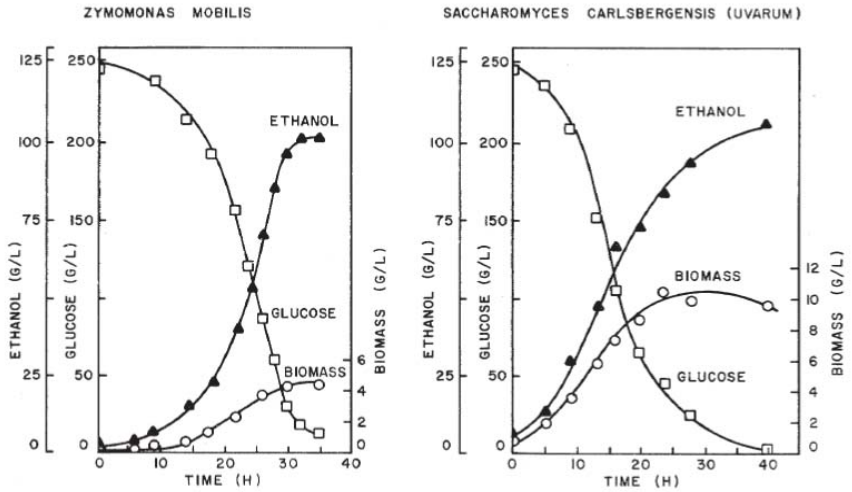

Fig. 20.5 Alcohol Production by Yeast and *Zymomonas mobilis*
- ✓This deduction is based on Fig. 20.5 where, although the same quantity of alcohol is produced by the two organisms in 30-40 hours, the biomass of *Zymomonas required for this* level of production is much less than with yeast.